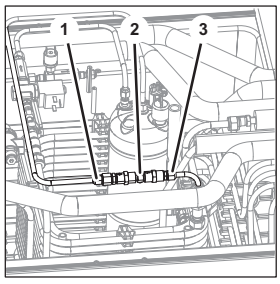

Fig. 72
1. Release the couplings (Fig. 72/1 and 3) on the non-return valve (Fig. 72/2).
2. Lift the non-return valve (Fig. 72/2) out of the unit.
5. Attach the non-return valve (Fig. 72/2) using the couplings (Fig. 72/1 and 3).